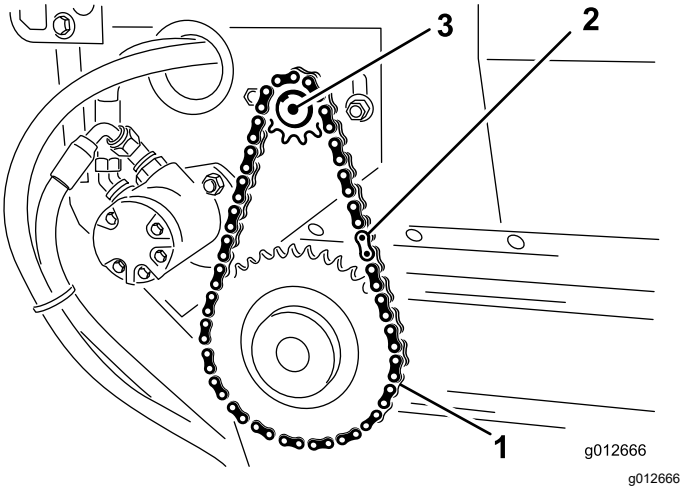

**Figuur 29**
2. Verwijder de sluitschakel uit de ketting en haal de ketting van het kleine tandwiel (Figuur 29).